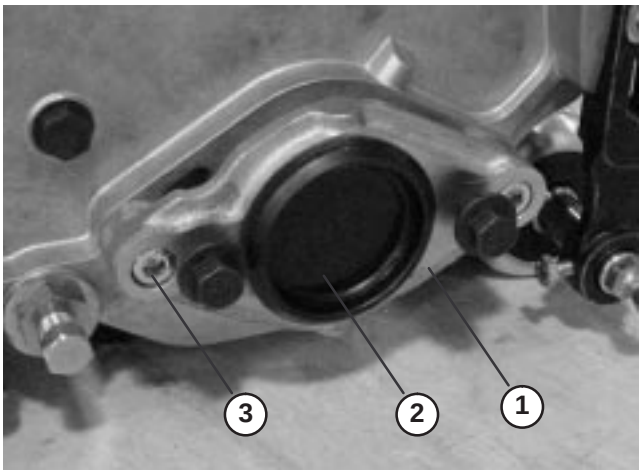

Figure 6
B. On right end of cutting unit, remove plastic plug from bearing housing (Fig. 6).
C. Remove the 2 allen head screws securing the motor mount to the right end of the cutting unit. Remove the motor mount (Fig. 6).
F. Install the motor mount to the left end of the cutting unit with the (2) allen head screws previously removed (Fig. 6). Torque screws to 12–15 ft–lbs. (16–20 N·m).